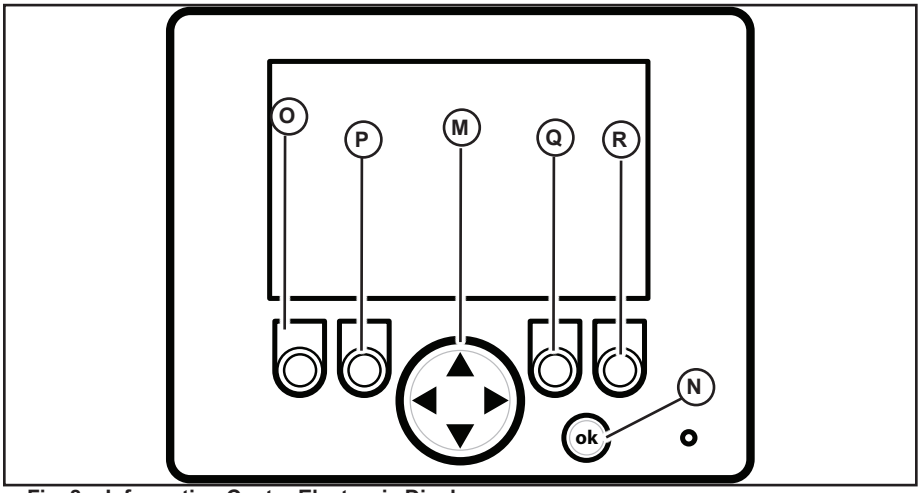

Fig. 8 - Information Center Electronic Display
***Quad Gauge Display*** Displays four different status parameters simultaneously. To change the displayed parameters, press and hold the ok button (N, Fig. 8) until orange bar (T) displays. Press the left/right side of navigation rocker button (M, Fig. 8) to select the parameter and press the top/bottom of navigation rocker button to change the selected parameter. Press the ok button again to dismiss orange bar (T).
***Single Gauge Display*** Displays single real time operating parameters. Switch between parameters using the navigation button (M, Fig. 8). Used for various functions, depending upon screen and context.
All Secondary Screens	Secondary screens are accessed by holding down the ok button (N, Fig. 8) for 10 seconds while the Dual Gauge Display screen is displayed. Press the left/right side of navigation rocker button (M, Fig. 8) to switch between secondary screens.
***Units Screen*** Press the top/bottom of navigation rocker button (M, Fig. 8) to switch between SAE or metric units for values displayed in screens.
***Language Screen*** The press the top/bottom of navigation rocker button (M, Fig. 8) to switch between English or Spanish language for values displayed in screens.
***DM1 Screen*** Displays engine, drive system, control, and safety system error code message information. Number of available messages is displayed at the top left of the screen (T). Use buttons (P and Q, Fig. 8) to scroll through the messages. See “Error Codes” on page 139 for specific error code details.